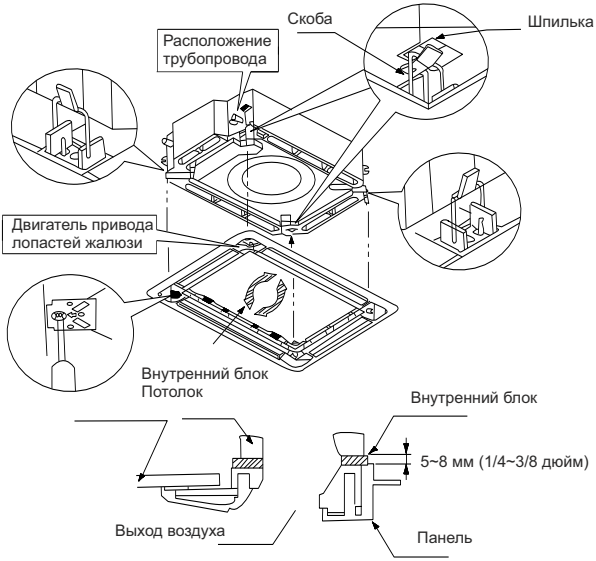

Рис. 4.36
(4). Отрегулируйте панель по направлению, указанному стрелкой, как показано на Рис. 4.36.